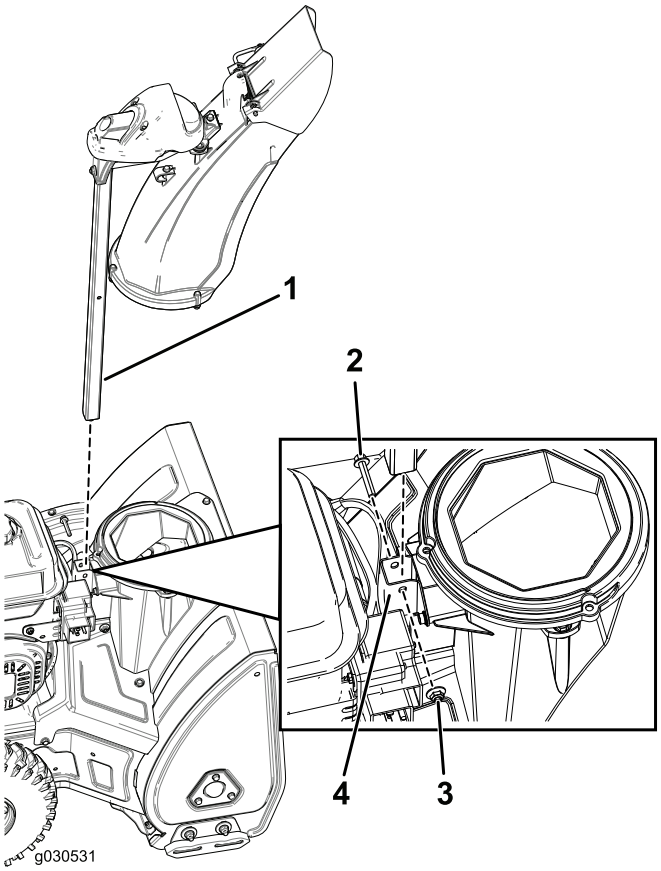

Figur 4
1. För in utkastarens stöd genom fästet och in i maskinens stomme och fäst stången med en skruv och en låsmutter (Figur 4).